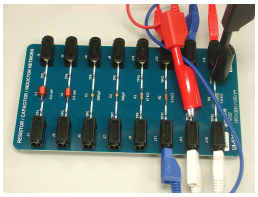

Fig. 5: V across 2nd 1 kΩ
6. Move the red alligator to TP 13 and the black alligator to TP 16 as shown in Figure 5. Note that TP 13 and TP 15 are essentially the same point in the circuit since both a connected to the black Output 1 terminal by a wire (and a 0.1 W resistor).